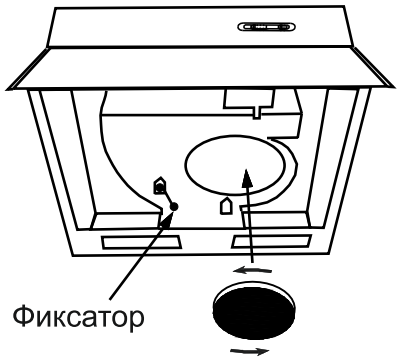

РИС. 5
- установите угольный фильтр (рис. 5).
- Фиксатор (рис. 5) должен находится в положении вытяжка, положение “А”.